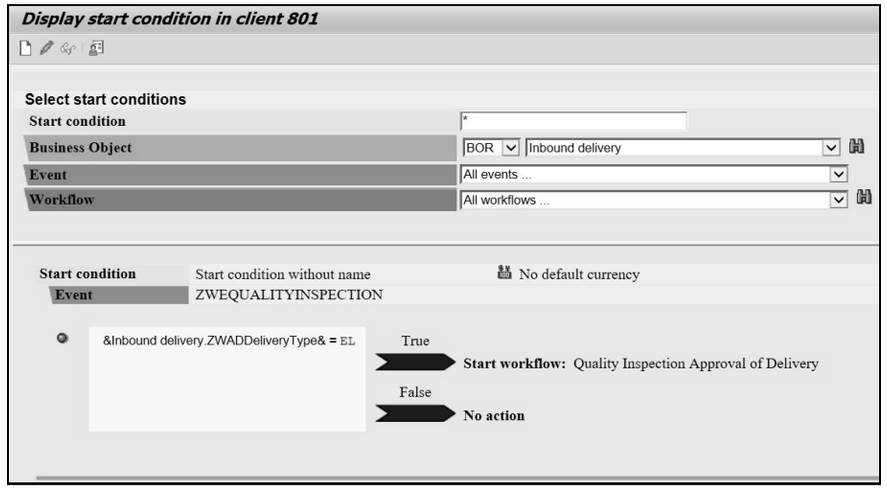

Figure 5.32 Creation of Start Condition for Event Linkage from Transaction SWB_COND
3. Now you can create the start condition using `Delivery` type attribute for the event linkage in Transaction SWB_COND. Figure 5.32 shows a view of the event linkage entry in Transaction SWB_COND before creating a start condition for the same. (You